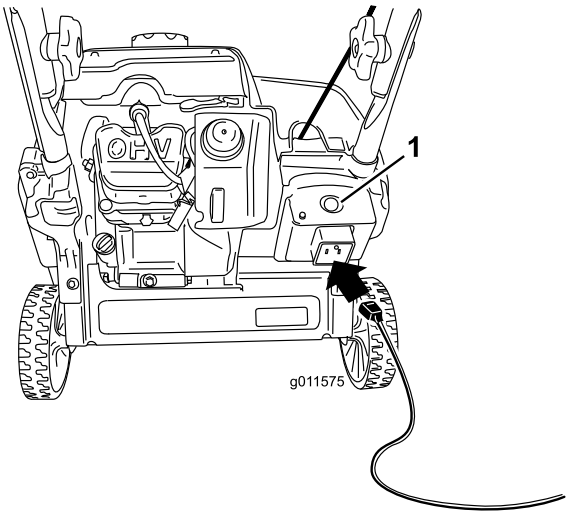
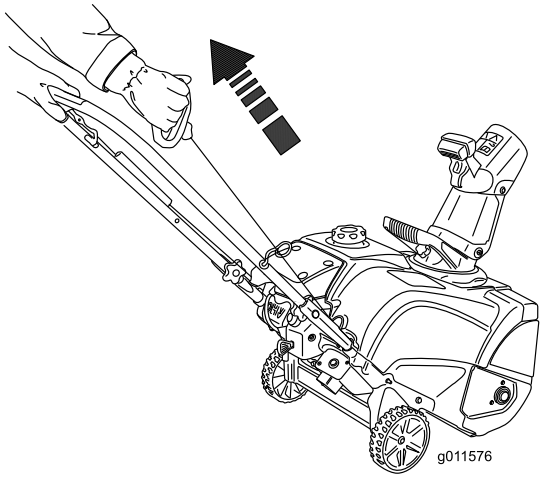

Figura 18
Figura 19
4. Collegate una prolunga a una fonte di alimentazione elettrica e alla macchina, quindi premete il pulsante di avviamento elettrico (soltanto modello 38283) (Figura 18) oppure tirate la maniglia dell'avviatore autoavvolgente (Figura 19).